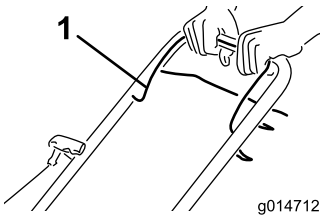

Rysunek 15
1. Dosuń dźwignię sterującą ostrzem (Rysunek 15) do uchwytu.